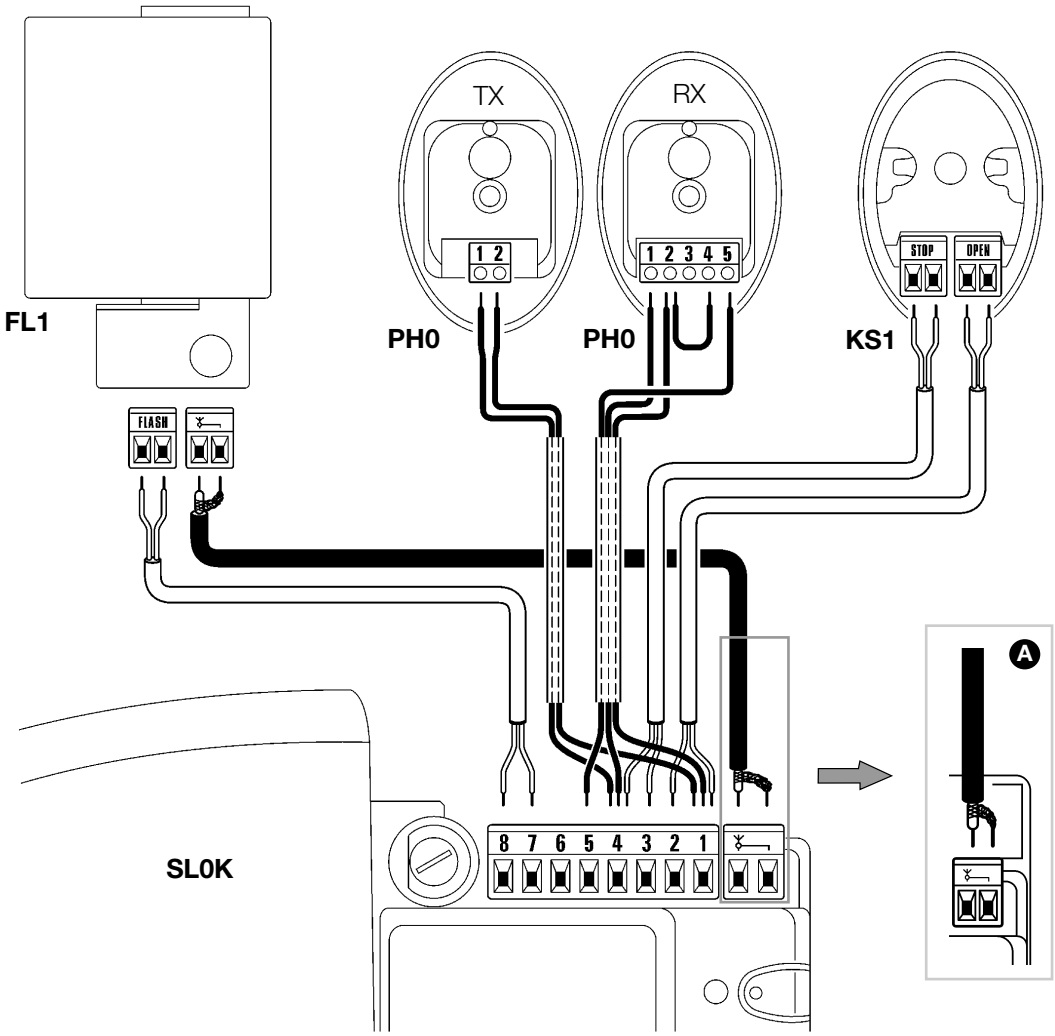

Abbildung 54
5 Um den elektrischen Anschluss der verschiedenen Vorrichtungen an den Klemmen der Steuerung in Niedrigstspannung auszuführen, auf Abbildung 54 Bezug nehmen.
• Die Anschlüsse der anderen Kabel nach dem Plan in Abbildung 54 ausführen. Der Einfachheit wegen können die Klemmen abgezogen werden.